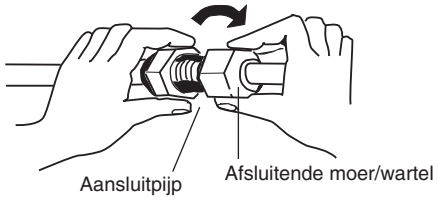

Afb. 5-5
(3) Voor een correcte verbinding moet u de trompbuis en de aansluitbuis recht op elkaar aansluiten en dan de afsluitmoer eerst handvast aandraaien om een soepele passing te verkrijgen. (Afb. 5-5)